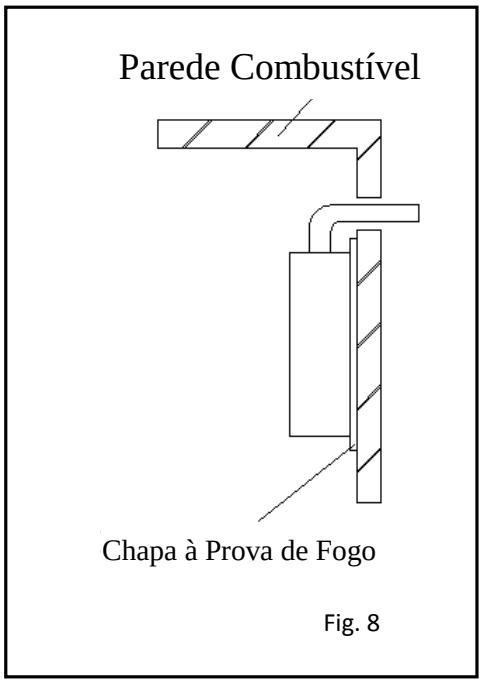

Fig. 8
• Quando os materiais das partes de instalação são combustíveis ou inflamáveis devem ser usadas, como isolamento, chapas à prova de fogo e o espaço da parede deve ser superior a 10mm; o tamanho da chapa à prova de fogo deve ser maior em 10mm relativamente ao revestimento do aquecedor de água. (Fig. 8)